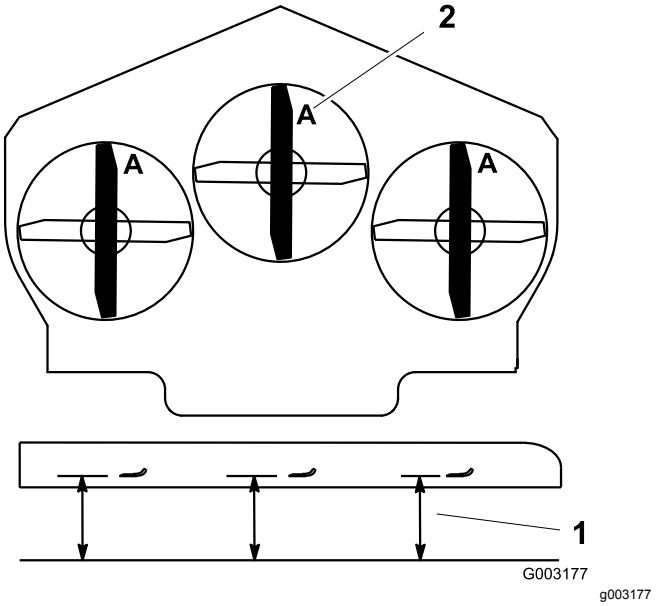

Rysunek 102
4. Dokonaj pomiaru odległości od poziomej powierzchni do krawędzi tnącej ostrzy, w położeniu **A ()**.Rysunek 102